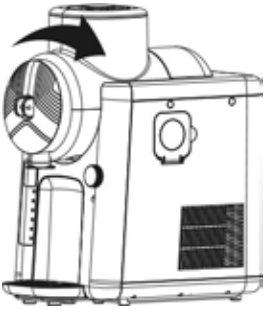

rys. 3
10. Nasunąć pojemnik mieszający na mieszadło i zablokować pojemnik, dokręcając go w prawo (rys. 3).